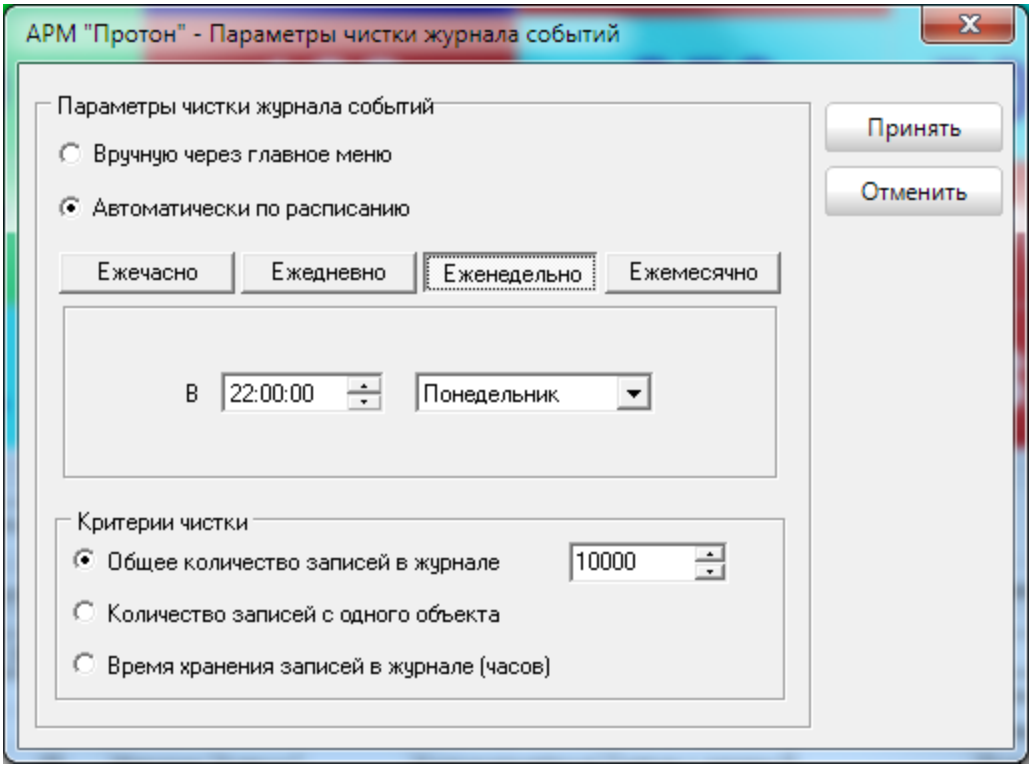

Рисунок 41
- еженедельно в определённый день недели в определённое время (Рисунок 41),